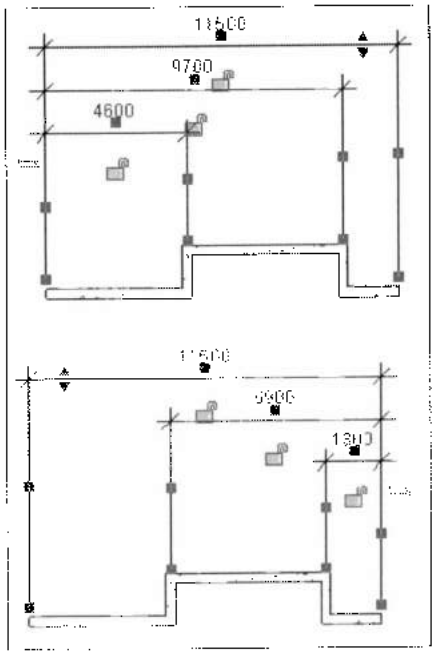

Рис. 9.17. *Переключение базовой линии*
5. Если в качестве базовой линии требуется взять выносную линию с противоположной стороны, щелкнуть по значку , расположенному рядом с базовой линией (рис. 9.17).